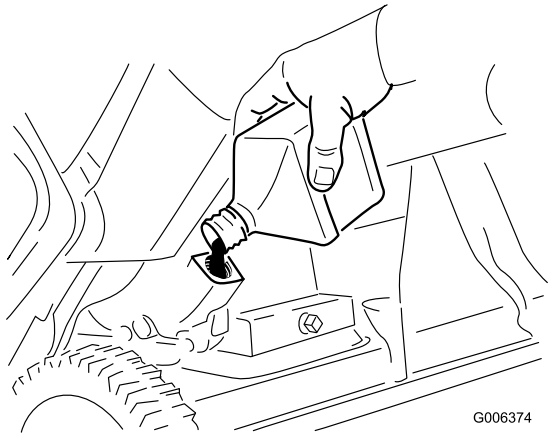

Figur 32
8. Med maskinen i betjeningspositionen hældes der **forsigtigt** olie i oliepåfyldningshullet. Vent tre minutter, og påfyld derefter olie til påfyldningsmærket (Figur 32).